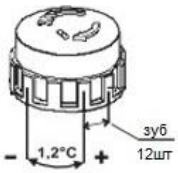

Рис. 2
4.8. Установка температуры на термостатическом клапане с помощью пластикового колпачка (см. Рис.2). Если гайку повернуть на два шага против часовой стрелки, температура увеличится примерно на 1,2°С. Если гайку повернуть на два шага по часовой стрелке, температура уменьшится прибл. 1,2 °С.